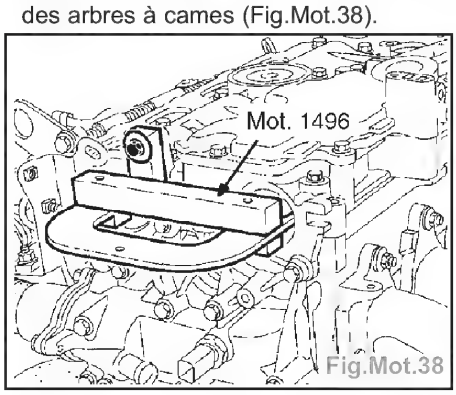

Fig.Mot.38
- Placer le **Mot. 1496**, se fixant en bout des arbres à cames (Fig.Mot.38).
- Mettre en place (sans forcer) le **Mot. 1496** de calage des arbres à cames (Fig.Mot.38) (les rainures des arbres à cames doivent être horizontales et désaxées vers le bas). Si l'outil ne s'engage pas, il faut reprendre la procédure de calage de distribution et de tension.
- Placer le **Mot. 1496** se fixant en bout des arbres à cames (Fig.Mot.38).